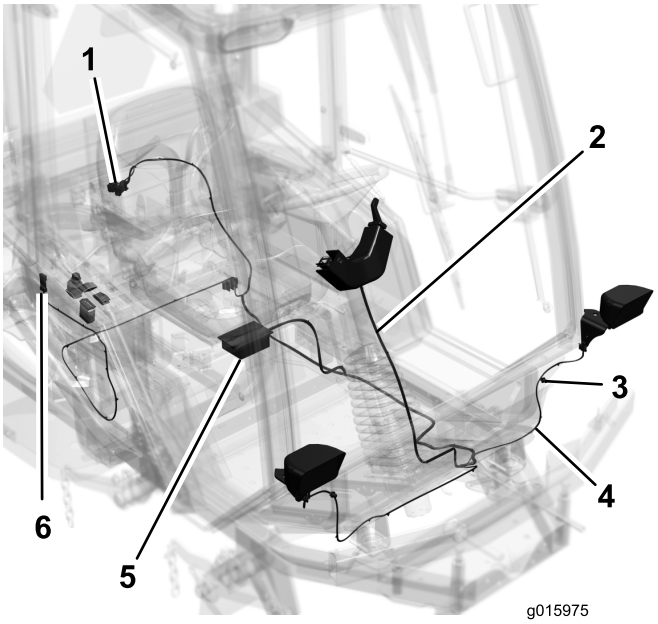

Figure 14
- Acheminez les connecteurs de faisceau gauche et droit le long de l'avant de la plate-forme vers chaque phare (Figure 14).
- Branchez les connecteurs de faisceau aux phares et placez les clips du faisceau dans les trous des supports de phare (Figure 14).